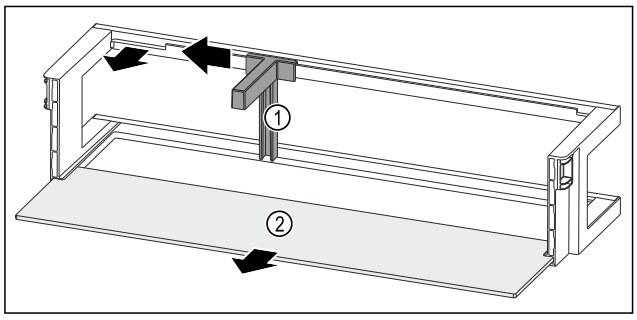

Fig. 181 Raft montat pe ușă cu suport pentru sticle și raft
▶ Împingeți în lateral suportul pentru sticle *Fig. 181 (1)* până la degajare.
▶ Extrageți suportul pentru sticle *Fig. 181 (1)*.
▶ Extrageți raftul *Fig. 181 (2)*.